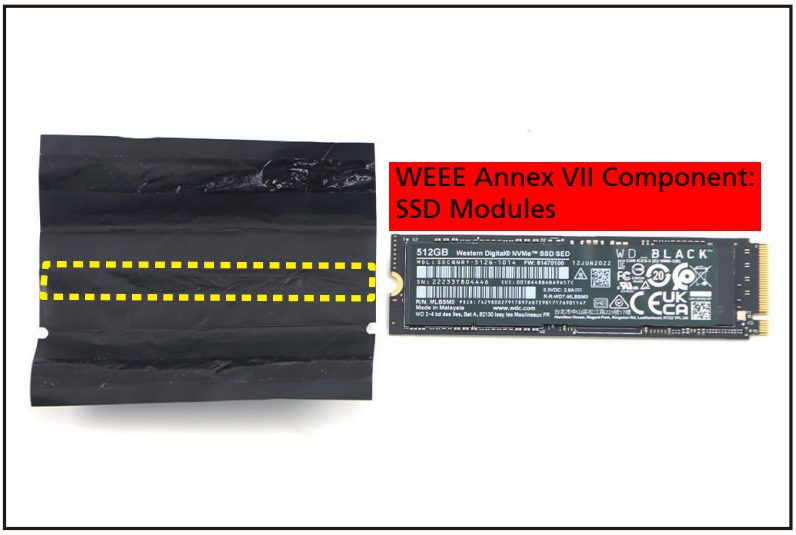

Figure 1-21. SSD Module Removal
7. Detach the SSD module from the adhesive graphite sheet (highlighted with the yellow dashed line) as shown in Figure 1-21.